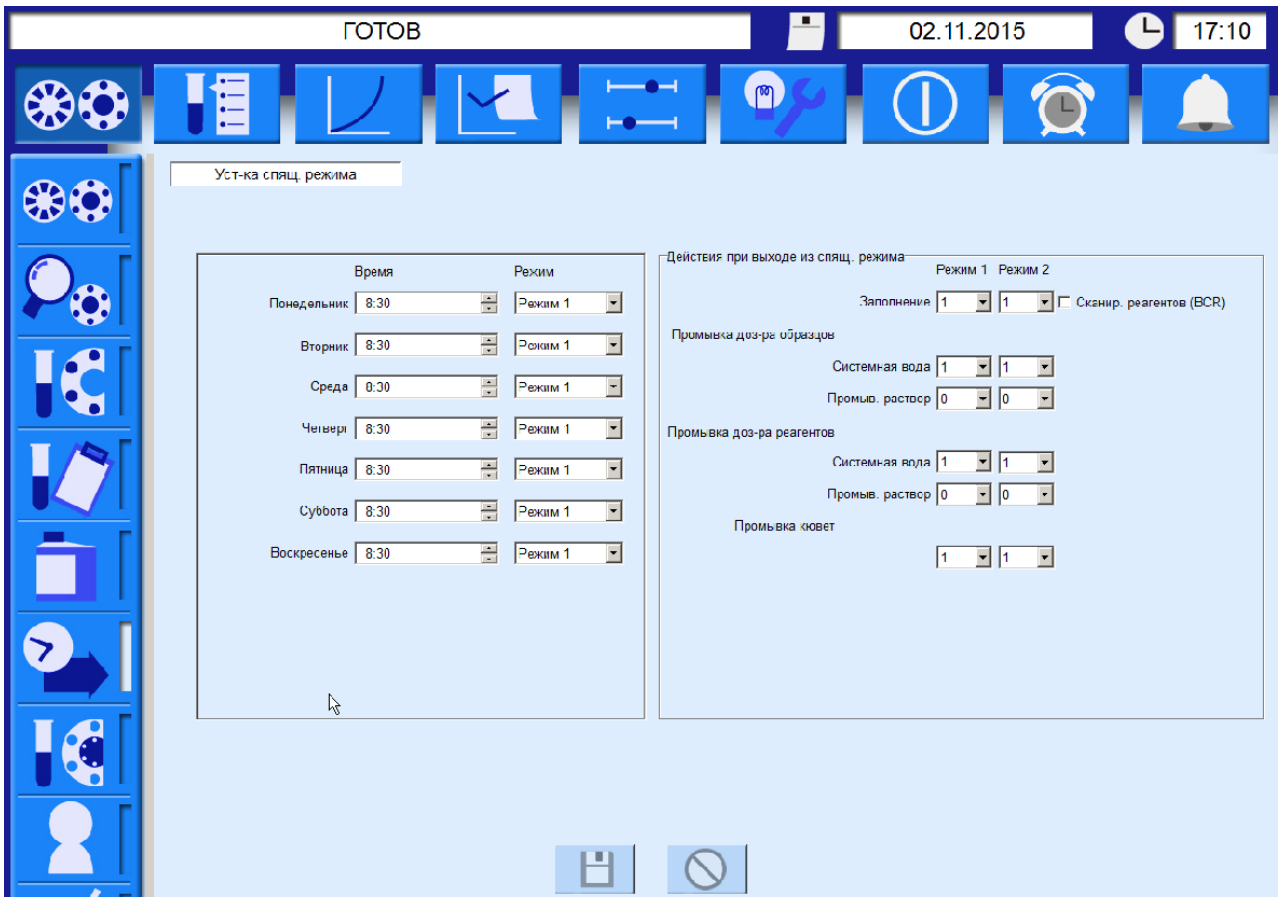

Рисунок 4.4-2 Установки выхода из спящего режима.
- Установка параметров выхода из спящего режима выполняется в меню «**монитор**»-«**спящий режим**» см. Рисунок 4.4-2.